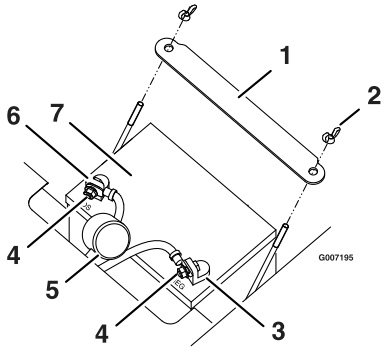

Figuur 38
4. Maak de minkabel (zwart) los van de accupool (Figuur 38). Bewaar alle bevestigingen.
6. Verwijder de bevestigingsband van de accu (Figuur 38) en til de accu uit de accubak.
1. Plaats de accu in een bak met de accupolen gericht naar de bedrijfstand (Figuur 38).
5. Zet de accu vast met de bevestigingsband (Figuur 38).